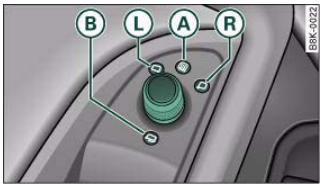

Fig. 69 Detail of the armrest: Adjuster knob
– Turn the adjuster knob to position (L) (left exterior mirror) or position (R) (right exterior mirror) ⇒ fig. 69.
When reverse gear is engaged, the mirror surface tilts slightly downwards, provided the mirror control is switched to the exterior mirror on the passenger's side (knob in position (R) ⇒ fig. 69). This provides a better view of the kerb when parking.